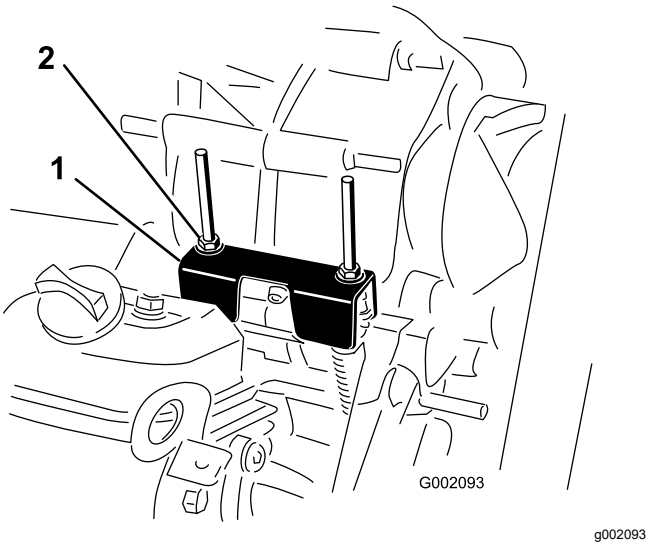

Rysunek 48
Podczas wykonywania rutynowych prac konserwacyjnych i/lub diagnostyki silnika skrzynia biegów musi być na biegu NEUTRALNYM (Rysunek 48). NEUTRALNA pozycja wybieraka zmiany biegów pojazdu odpowiada neutralnemu przełożeniu skrzyni biegów. Wykonaj poniższe kroki, aby upewnić się, że ustawienie wybieraka w położeniu neutralnym załącza bieg neutralny skrzyni biegów:
2. Upewnij się, że wspornik biegu neutralnego znajduje się w pozycji NEUTRALNEJ (na tym samym poziomie co wspornik montażowy linki poniżej wspornika zmiany przełożeń), w razie potrzeby przekręć sprzęgło napędzane (Rysunek 48).
3. Obrócić 1 z przeciwnakrętek (Rysunek 48), aby uzyskać odstęp 0,762 do 1,524 mm między spodem nakrętki/podkładki a wspornikiem biegu neutralnego.